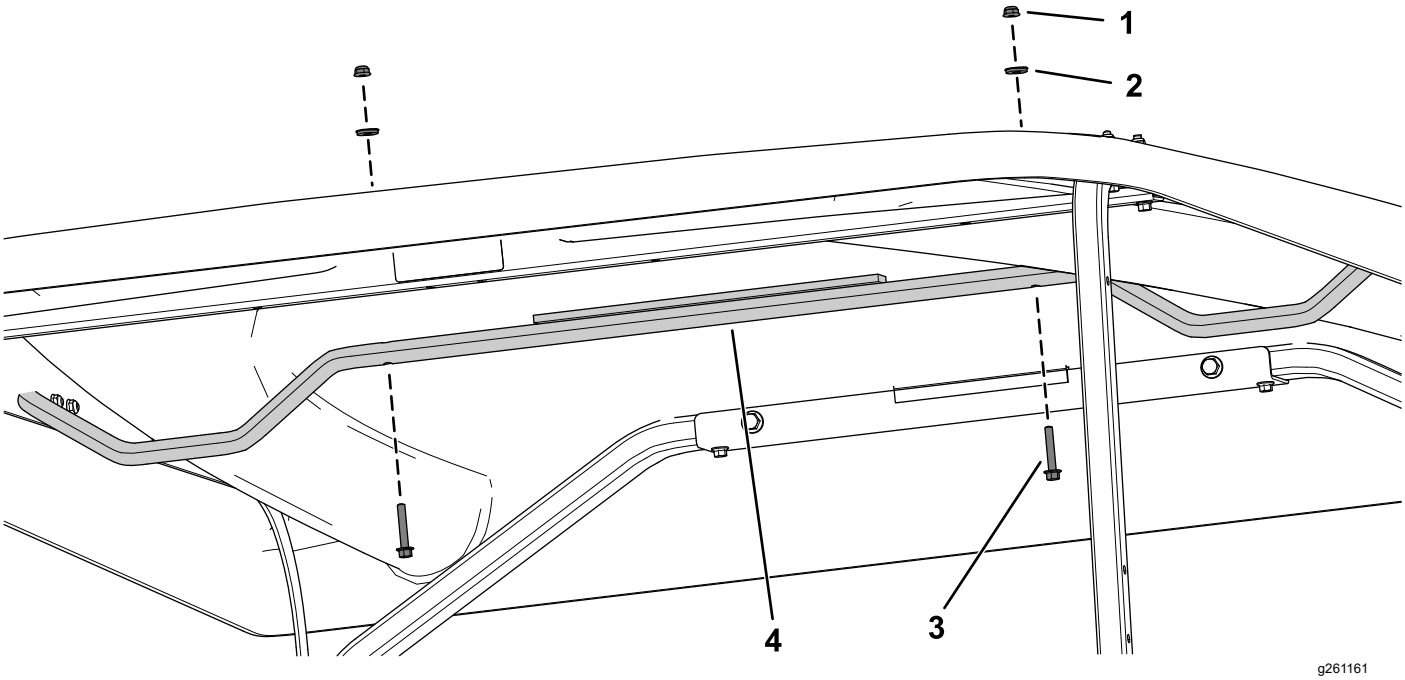

Rysunek 20
4. Zamocuj rurę wsporczą daszku do daszku z wykorzystaniem 2 śrub z łbem kołnierzowym (¼ x 1-¼ cala), 2 podkładek uszczelniających i 2 przeciwnakrętek (¼ cala) w sposób przedstawiony na Rysunek 20.